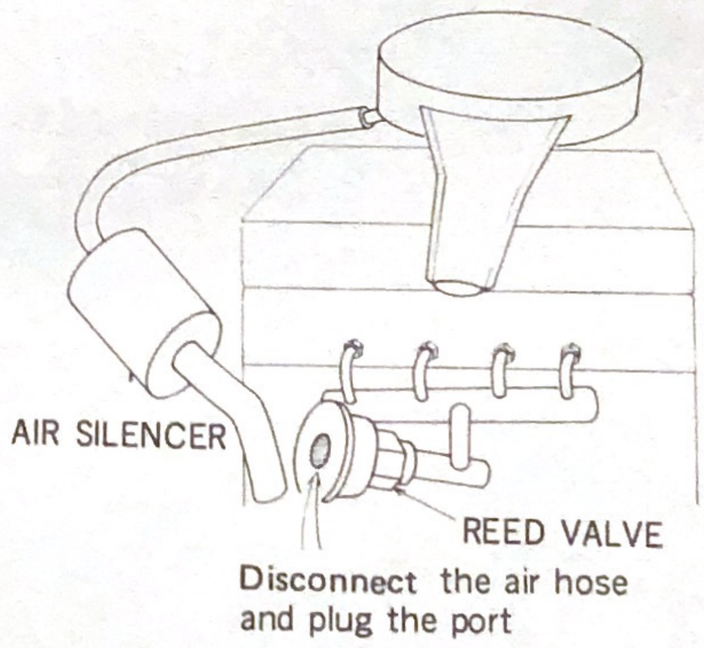

Fig. 1-2 Reed valve
2. Disconnect the air hose and plug the port of the reed valve, as shown in Fig. 1-2.